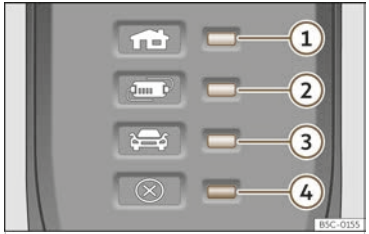

Fig. 70 On the charging cable for power sockets: Control lamps on the protection device.
>>> **Fig. 70**:
The electronic protection device >>> **Fig. 70** ensures that the charging connector does not receive current until it is plugged in to the vehicle's charging connector.
One or more control lamps >>> **Fig. 70** ①, ② o ③ light up green.
Display >>> Fig. 70	Meaning
Display ››› Fig. 70	Meaning
①, ④ flashing	The housing connector has overheated.
②, ④ flashing	The protection device has overheated.
If the charging process continues with a lower current, both the operating indicator and the warning lamp ››› Fig. 70 ④ flash red.
- If it disconnects again, or the charging current reduces and the cause does not seem to be exposure to an external heat source, make sure that the green control lamp is flashing ››› Fig. 70. Visit a specialised CUPRA dealer or any SEAT network dealer to check the charging cable. Get an establishment that specialises in electrical installations to check the infrastructure connection.
If the red warning light ④ flashes or turns on without one of the control lamps ››› Fig. 70 ①, ② o ③ also turning on continuously on the status indicator, there is a fault.